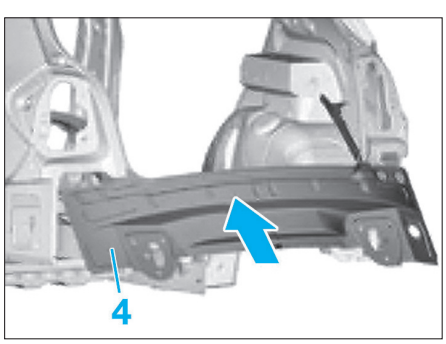

FIG. 43
• Insérer la jupe arrière comme illustré **(Fig.43)**.